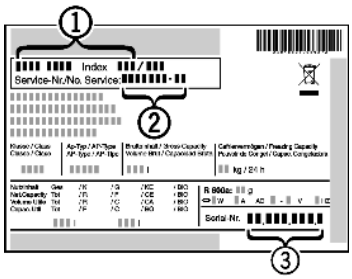

Fig. 13
▶ Наименование устройства *Fig. 13 (1)*, сервисный № *Fig. 13 (2)* и серийный № *Fig. 13 (3)* считайте с заводской таблички. Заводская табличка находится внутри устройства слева.
▶ Обратитесь в сервисную службу и сообщите вид неисправности, наименование устройства *Fig. 13 (1)*, сервисный № *Fig. 13 (2)* и серийный № *Fig. 13 (3)*.